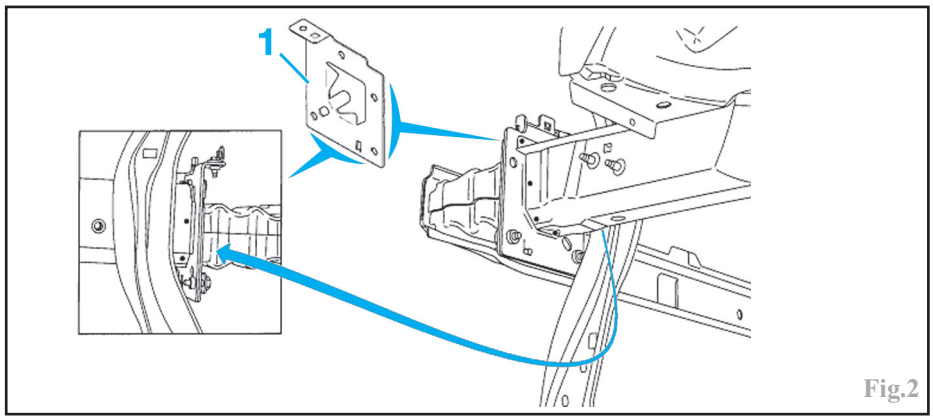

Fig.2
Poser le support d'armature (1) en utilisant l'armature de pare-chocs comme gabarit (Fig.2)
Souder par points électriques (Fig.2)